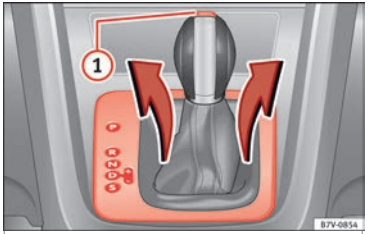

Fig. 50 Remove the lining from the area of the gear indication
- Pull the cover up around the dust guard on the gear selector lever ››› **Fig. 50**.
- Press the lock button ››› **Fig. 50** (1) on the gear selector lever knob and place the gear selector lever in the **N** position.